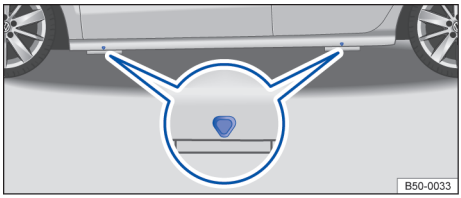

Fig. 191 Pontos de apoio do macaco.
O macaco somente pode ser posicionado nos pontos de apoio indicados (marcação na carroceria) → Fig. 191. É válido o ponto de apoio localizado próximo à roda correspondente → ⚠.
7. Procurar sob o veículo o ponto de apoio do macaco → Fig. 191, mais próximo da roda a ser trocada.